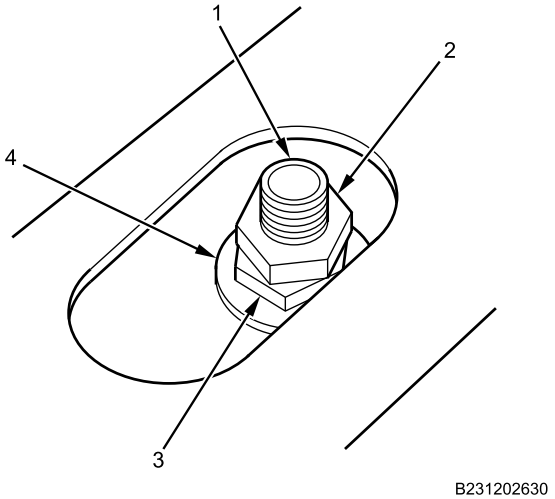

Figure 8. Air Tank Cable Fasteners.
20. With assistant, remove jamb nuts (Figure 8, Item 2), nuts (Figure 8, Item 3), and washers (Figure 8, Item 4) from end of air tank mounting cables (Figure 8, Item 1), and lower supply/secondary air tank with transmission jack.